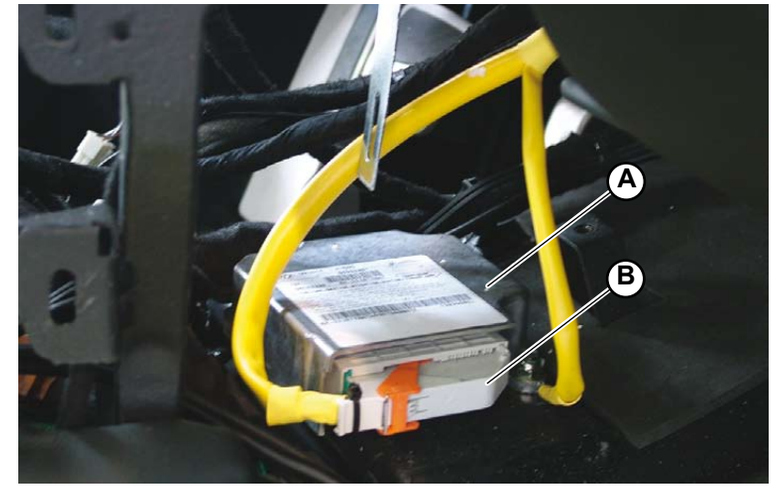

Fig.1
6. Attach the connector (**B-Fig.1**) to the airbag control unit, correctly turning the tab to lock it into place.